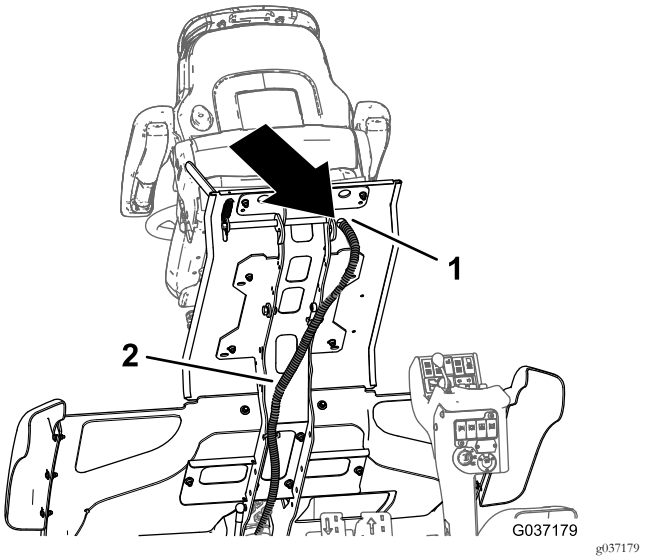

Bild 29
1. Verlegen Sie den Kabelbaum der Maschine, den Sie in Schritt 1 von 2 Entfernen des Sitzes (Seite 4) abgeschlossen haben, durch das Loch in der Bedienerplattform (Bild 29).
4. Verlegen Sie den 2-Buchsen-Stecker (schwarzes und rotes Kabel) für den Kitkabelbaum (400 cm) an der Unterseite der Plattform durch das Loch in der Plattform hinter dem Sitz, siehe Bild 29.